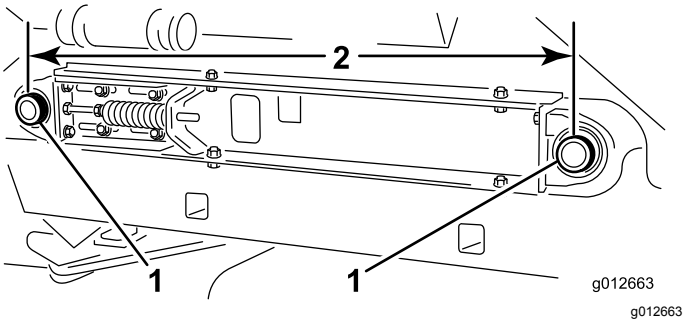

Figur 21
7. Mål afstanden mellem remrulleakslernes midterpunkter på hver side af maskinen for at sikre, at målene er ens (Figur 21).